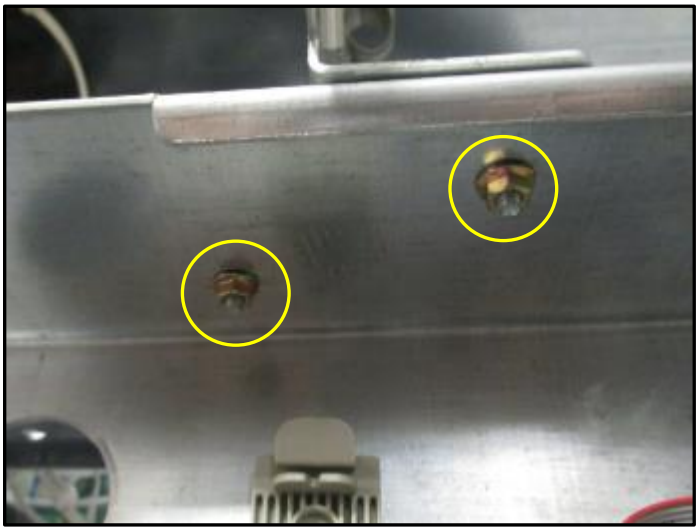

Fig 1.20 – Emplacement des écrous du support de commande CRIND
39. Retirez et jetez les trois écrous 9/32 » qui fixent le support de commande CRIND au rail électronique supérieur dans la cavité électronique. (Fig. 1.20)